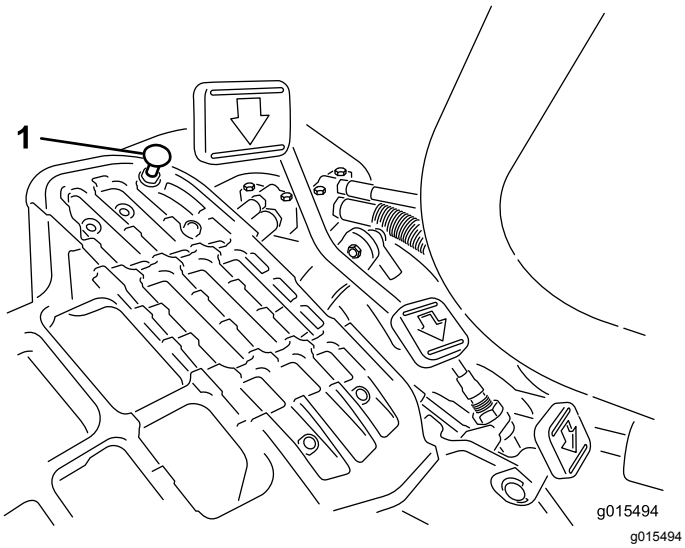

Figur 41
1. Sæt funktionsbevægelseshåndtaget i TRANSPORT-positionen, og løsn den låsemøtrik, der holder pedalstoppet på gulvpladen (Figur 41).